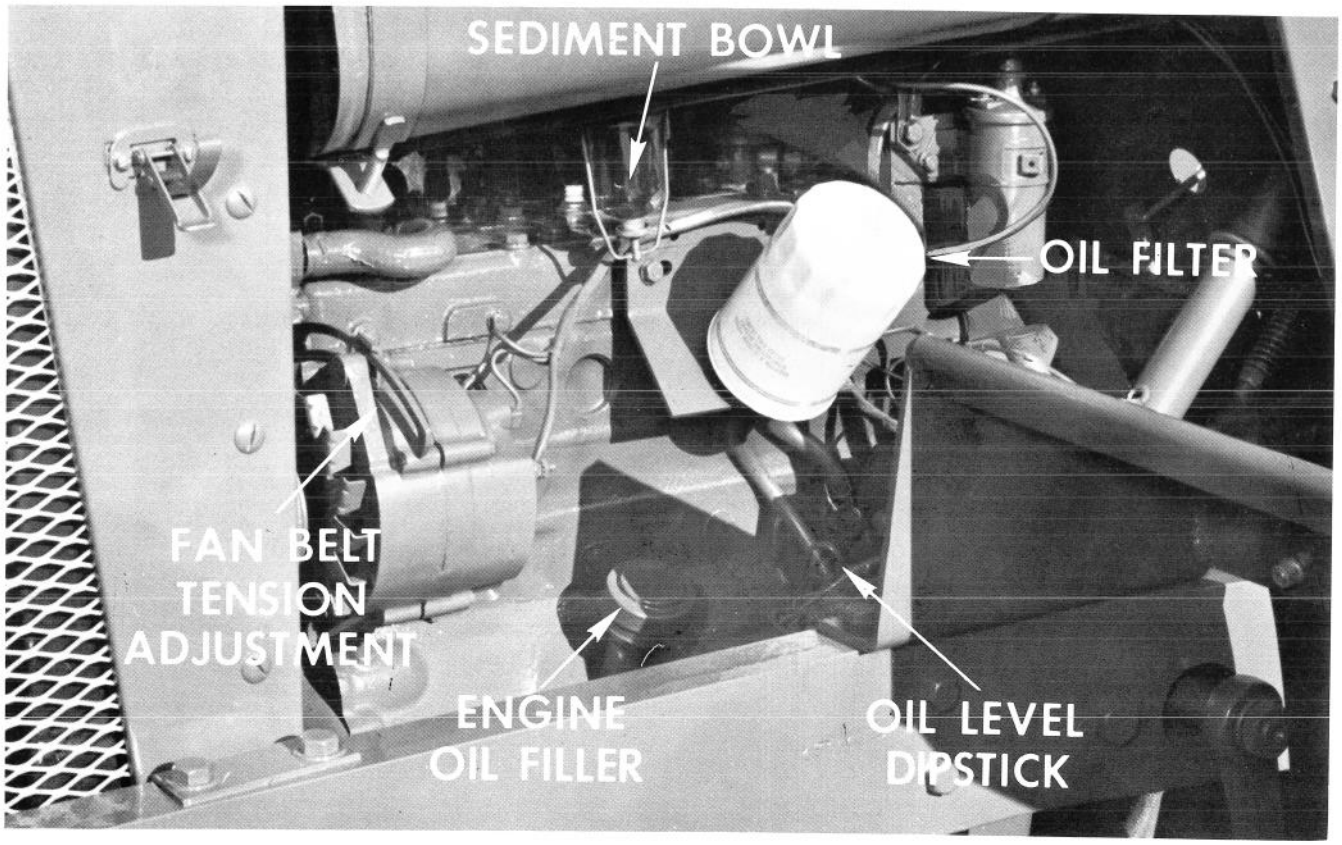
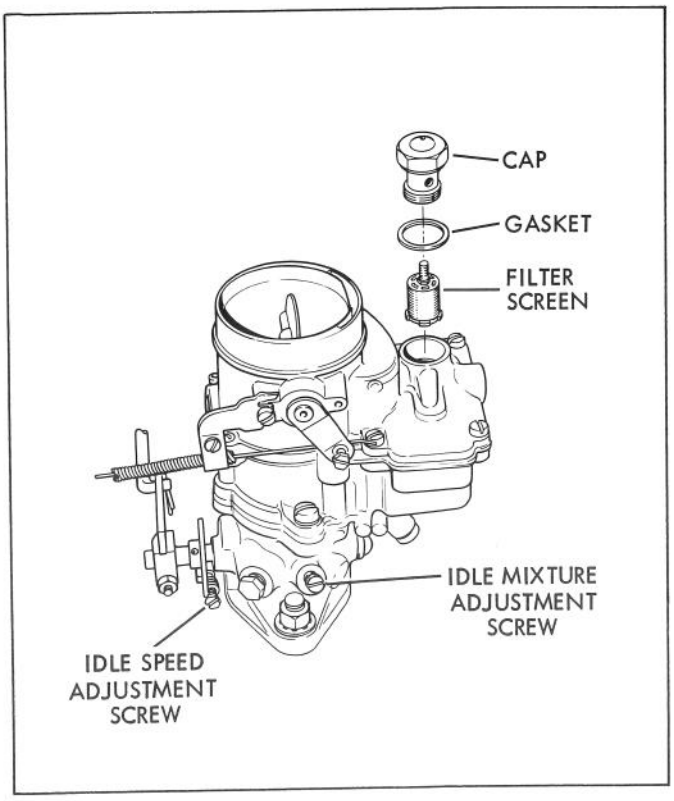

Figure 9. Left Side View of Engine
Figure 10. Carburetor Fuel Filter
Your General Tractor is equipped with two filters in the fuel line. One is a metal screen in the sediment bowl below the fuel tank (see figure 9). The other is a disc-type filter in the carburetor (see figure 10). It should be noted here that whenever trouble occurs, and indications point to a lack of fuel, one of the first things to suspect is a clogged filter, and it will generally be the one in the carburetor.
Check the fan belt tension at every oil change. Correct tension should allow between 3/4 inch and 1 inch slack on the long span. To adjust the tension, loosen the adjusting screw (see figure 9) and either move the alternator away from the engine to increase the tension, or closer to the engine to relax the tension. When correct tension is obtained, tighten the adjusting screw.
6. Setting the idle mixture and idle speed adjustment screws on the carburetor (see figure 10).